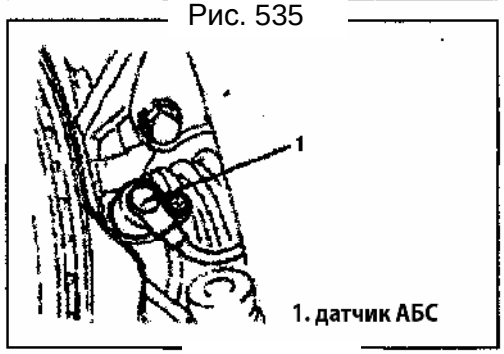

Рис. 536
4) Снимите датчик АБС с поворотного кулака (если есть (Рис. 536).